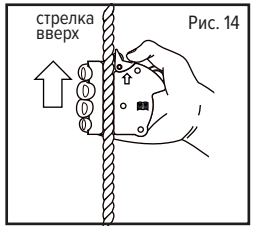

Рис. 14
- Вставить канат анкерной линии в захват. Стрелка, изображенная на захвате, должна быть направлена вверх – к верхней петле с коушем (рис. 14).